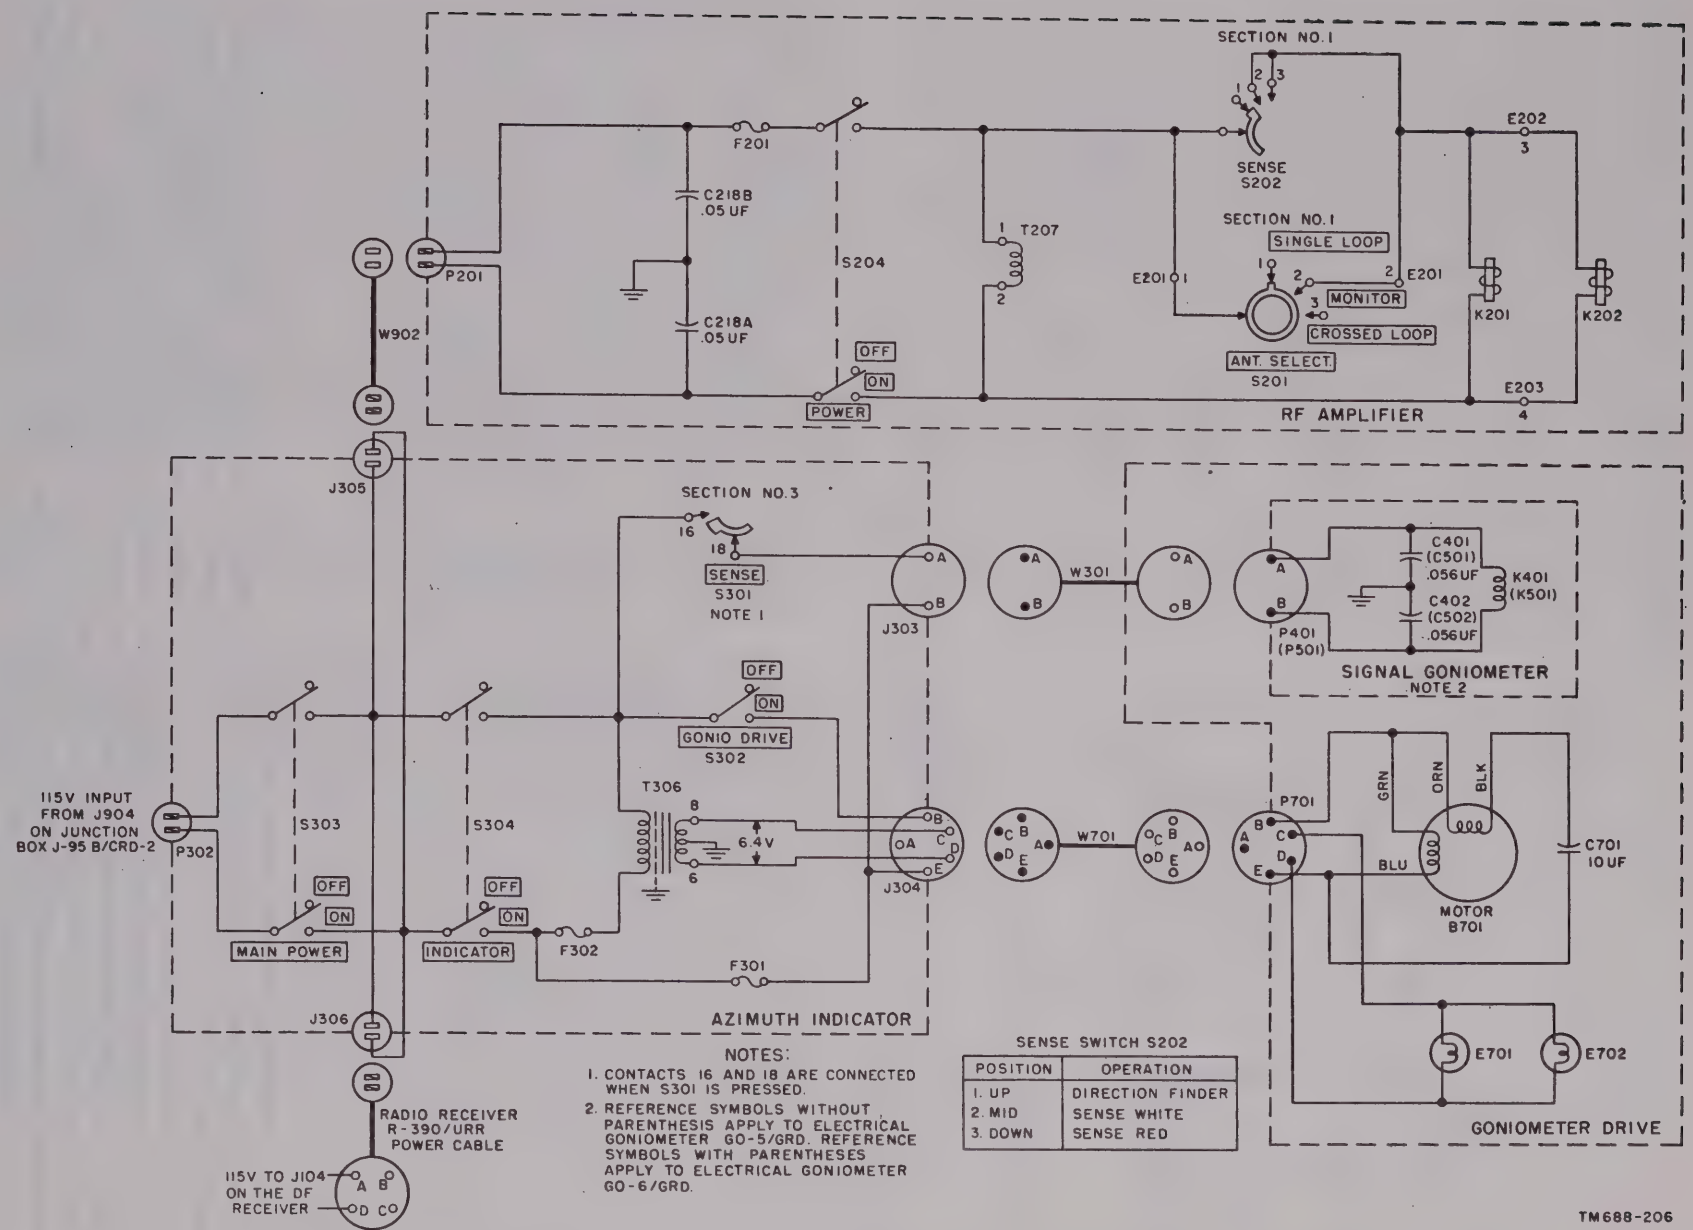

Figure 93. Ac power distribution to the direction finding components.
a. General. The communication receiver power cable is connected to AC OUTPUT jack J903 on the junction box (fig. 138). The intercept receiver power cable is connected to a convenience outlet mounted on the operators table (fig. 138). The convenience outlet is connected through W903 to AC OUTPUT jack J901 on the junction box. The power required for operation of the direction finding components of Direction Finder Set AN/TRD–4A is connected through the azimuth indicator. The ac power distribution within the direction finding components is shown in figure 93.
(1) The 115-volt ac power input to the goniometer drive is connected through MAIN POWER switch S303, INDICATOR switch S304, GONIO DRIVE switch S302, and 1.6-ampere fuse F301 to pins B and E on J304 on the azimuth indicator. Jack J304 is connected through cable W701 to P701 on the goniometer drive. The 115 volts between pins B and E of P701 are connected to goniometer drive motor B701.
(2) The 6.4-volt ac developed across terminals 6 and 8 of the secondary of T306 in the azimuth indicator are connected to pins C and D of J304, which is connected through cable W701 to P701. The 6.4 volts between pins C and D of P701 are connected to dial lamps E701 and E702.
(3) The 115-volt input to the azimuth indicator is also connected through S303, S304, F301, and SENSE switch S301 to J303. When S301 is pressed for sense operation, terminals 16 and 18 of S301 are shorted and 115 volts are between pins A and B of J303. Jack J303 on the azimuth indicator is connected through cable W301 to P401 (P501) on the signal goniometer. If the low-frequency goniometer (GO–5/GRD) is used, W301 is connected to P401. If the high-frequency goniometer (GO–6/GRD) is used, W301 is connected to P501. The 115-volt input to the signal goniometer is applied to sense relay K401 (K501).